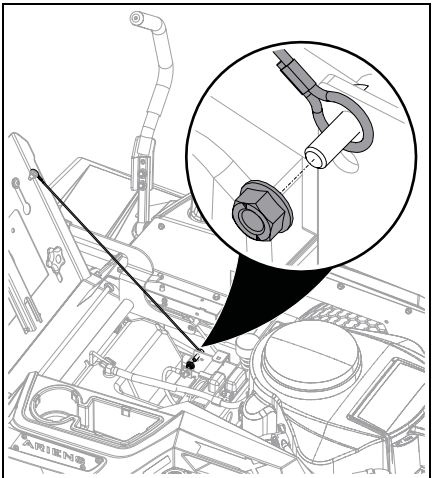

Bild 3
2. Skruva bort muttern från skruven på batteriplåten. Spara muttern. Se Bild 3.